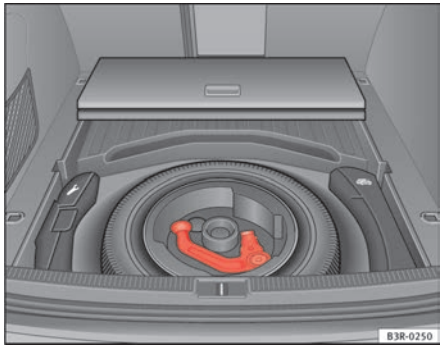

Fig. 156 Luggage compartment: Spare wheel with towing bracket
- On vehicles with a spare wheel ⇒ fig. 156.